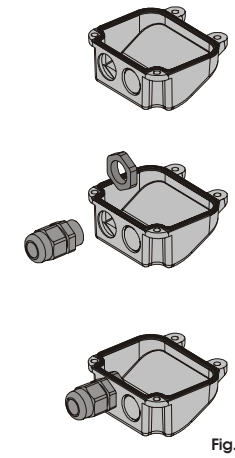

Fig. 14
1) Open one of the two pre-drilled holes in the supplied cover, Fig.14; in case of operators with limit switches, open both holes.